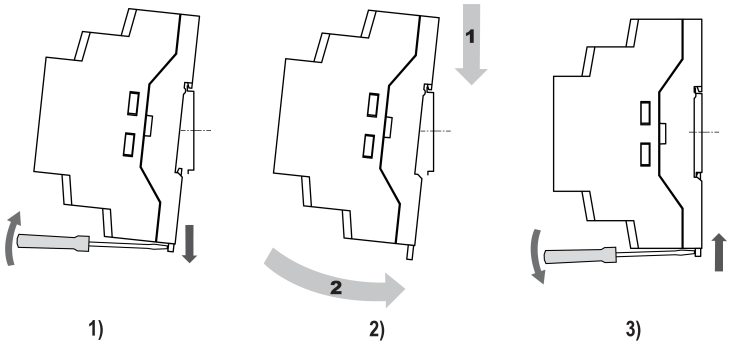

Рисунок 4.10 – Монтаж прибора с креплением на DIN-рейку
2. Вставив отвертку в проушину, оттянуть защелку (см. рисунок 4.10, 1)
3. Установить прибор на DIN-рейку в соответствии с направлением стрелки 1 (см. рисунок 4.10, 2);
4. Прижать прибор к DIN-рейке в направлении, показанном стрелкой 2 (см. рисунок 4.10, 2). Зафиксировать защелку (см. рисунок 4.10, 3).